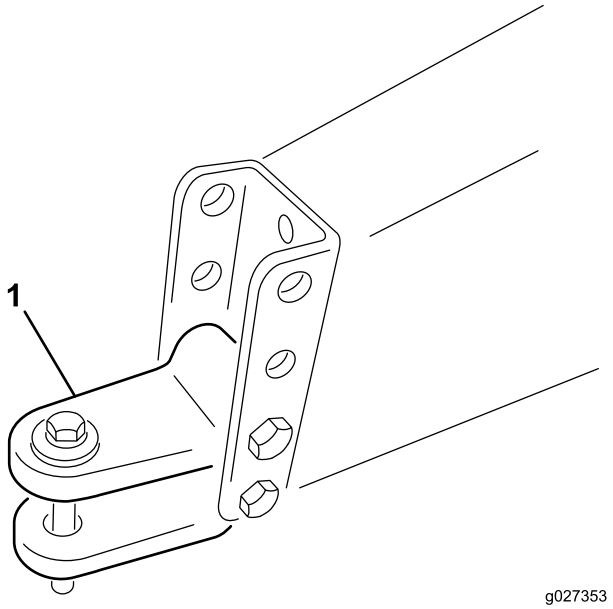

Figur 3
A. Ta bort de skruvar och låsmuttrar som håller fast dragkroksklykan (Figur 3) på maskinramen.